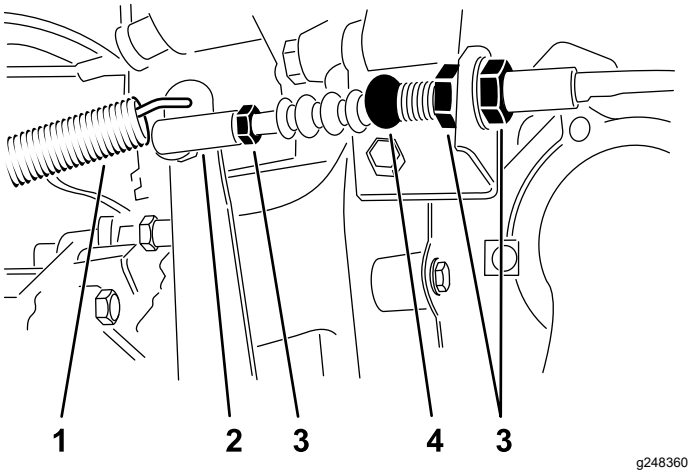

Figuur 64
1. Draai de contramoeren los waarmee de koppelingskabel vastzit aan de beugel op de koppelingsbehuizing (Figuur 64).